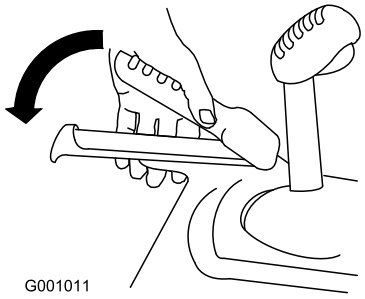

**Figur 32**
1. Pressa ned det vänstra (drivnings)reglaget till handtaget för att koppla in hjuldrivningen (Figur 32).